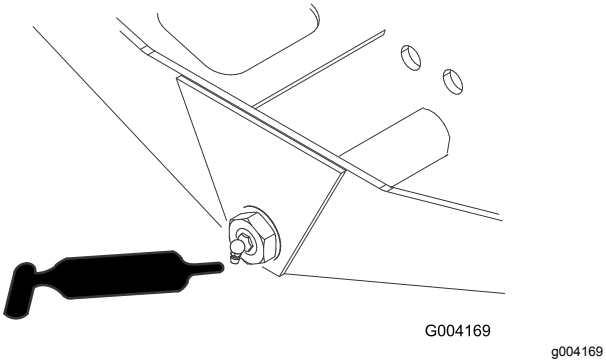

Figuur 41
- Draaipunt van asbesturing (1) (Figuur 41)